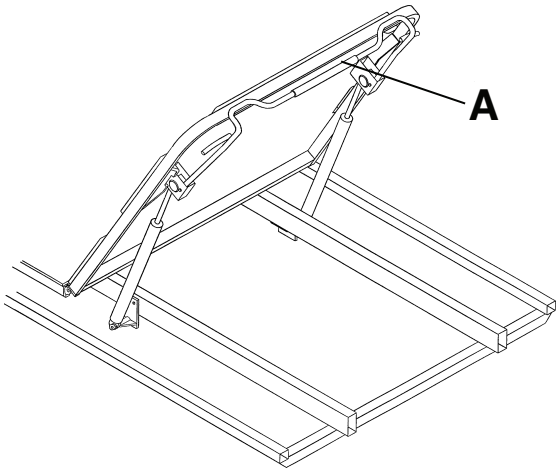

Figura 5 – Respaldo Fowler neumático
Para subir el respaldo Fowler, apriete el asa liberadora roja del respaldo Fowler (A) y tire hacia arriba del respaldo Fowler hasta la posición deseada (Figura 5).